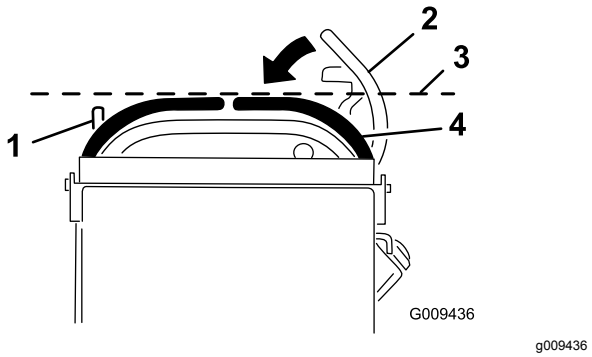

**Figur 68**
3. Skub højre bevægelseshåndtag ned og ud af den NEUTRALE LÅSEPOSITION (Figur 68).
4. Kontroller, at det højre bevægelseshåndtag flugter vandret med venstre bevægelseshåndtag (Figur 68).